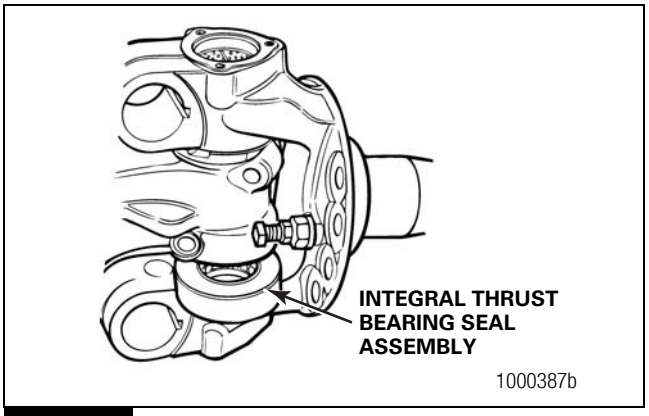

Figure 6.16
3. Install the seal and thrust bearing assembly on the inner knuckle. The seal must face UPWARD toward the beam. The top inner diameter will contact the bottom of the axle beam. Figure 6.16.